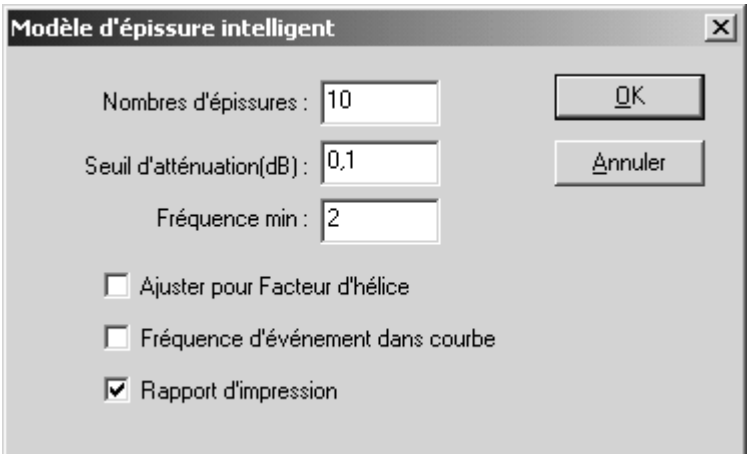

Figure 7-2: Boîte de dialogue Modèle d'épissure intelligent
6. Sélectionner Trace>Modèle d'épissure intelligent pour afficher la boîte de dialogue Modèle d'épissure intelligent illustrée à la Figure 7-2.